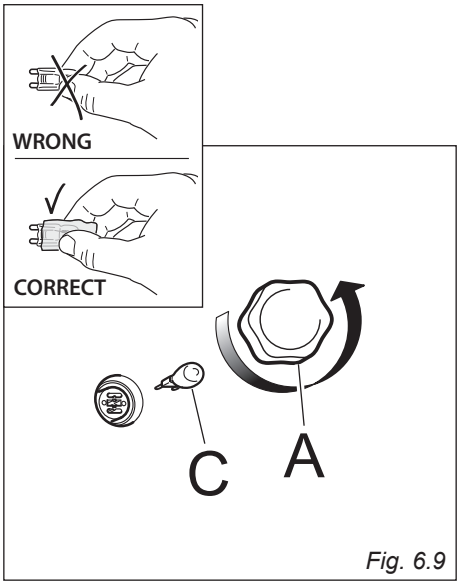

Fig. 6.9
- Remove the protective cover "**A**" (fig. 6.9).